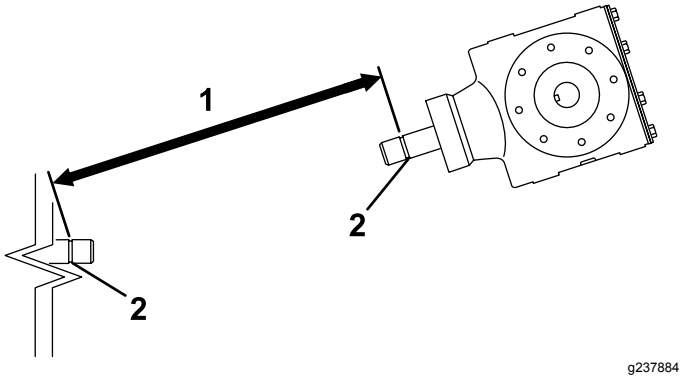
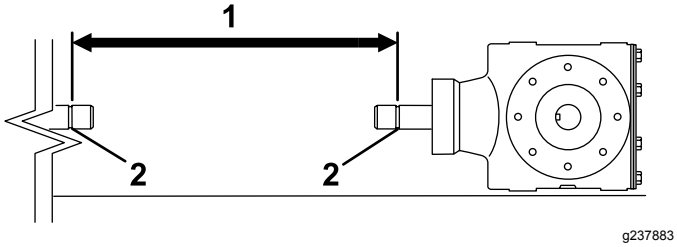
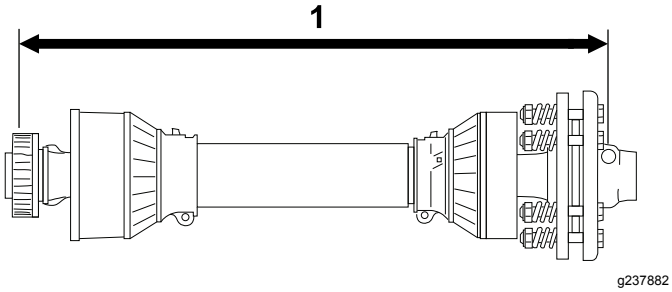

Figur 12
Figur 14
Figur 15
3. Mål avstanden fra låsesporet på enden av traktorens kraftuttaksaksel til låsesporet på kraftuttaksakselen til luftemaskinens girkasse (Figur 12). Noter denne avstanden. Eksempel: 67 cm.
5. Mål avstanden fra låsesporet på enden av traktorens kraftuttaksaksel til låsesporet på kraftuttaksakselen til luftemaskinens girkasse (Figur 14). Noter denne avstanden. Eksempel: 70 cm.
6. På kraftuttaksakselen måler du avstanden fra midten av låsetappballen i den ene enden til midten av låsetappen i den andre enden (Figur 15). Noter denne avstanden. Eksempel: 81 cm.
7. Bruk den minste av de to målingene i Figur 14 og Figur 12, trekk fra denne avstanden fra avstanden i Figur 15. Eksempel: 81 cm minus 67 cm er lik 14 cm.